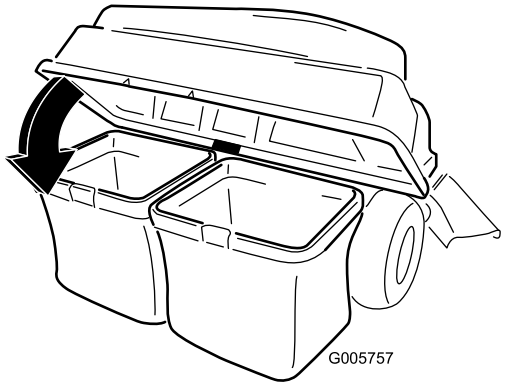

Figura 9
3. Baje la tapa del ensacador sobre la bolsa (Figura 9).